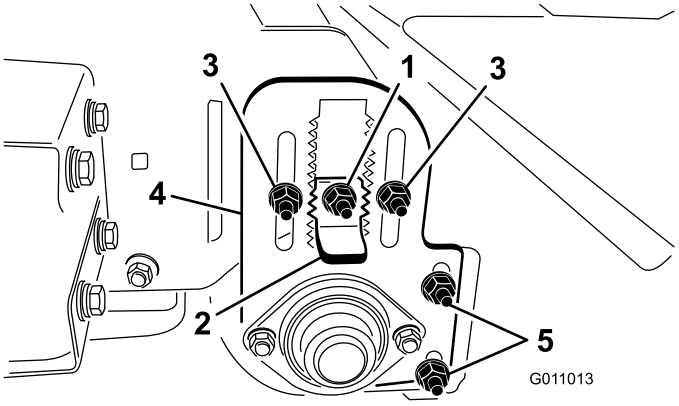

Figuur 18
3. Draai de borgmoer op de stelspie van de hoogteverstelling(Figuur 18) zo ver los dat deze ongeveer 13 mm kan worden uitgetrokken.
4. Draai de borgmoeren van de hoogteverstelling van de rol los (Figuur 18).
5. Trek de stelspie van de hoogteverstelling eruit en zet de achterrol hoger of lager door de stelplaat voor de hoogte van de rol op de gewenste hoogte te schuiven (Figuur 18).
De rolschraper (Figuur 18) moet zodanig worden afgesteld dat er 1,59 mm speling tussen de schraper en de rol is. Draai de stelmoeren van de rolschraper los, zet de rol op de gewenste hoogte en zet de moeren weer vast.